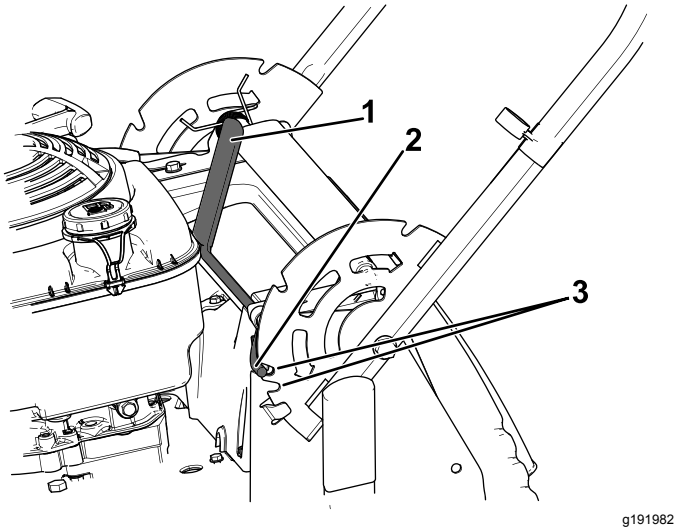

Bild 15
1. Ziehen Sie den Holmarretierhebel nach hinten, um die Holmarretierbolzen zu lösen (Bild 15).
2. Drehen Sie den Holm und fluchten die gewünschte Kerbe in der Holmhalterung mit den Holmarretierbolzen aus, siehe Bild 15.